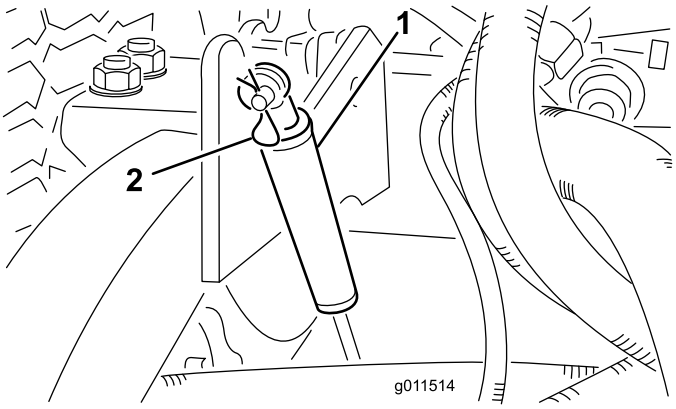

Figura 77
2. Retire o contrapino tipo grampo que fixa os amortecedores aos braços de elevação (Figura 77). Incline o amortecedor em direcção à caixa da plataforma.